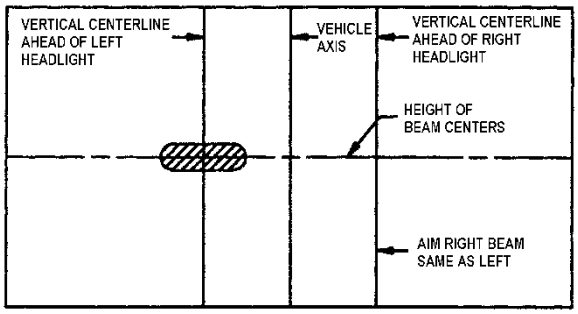

FIGURE 103: UPPER BEAM HIGH-INTENSITY ZONE PROPER LOCATION ON SCREEN
4. High beam headlamps are aimed so that the center of the high-intensity zone is located at the horizontal and straight ahead vertically (Figure 103).